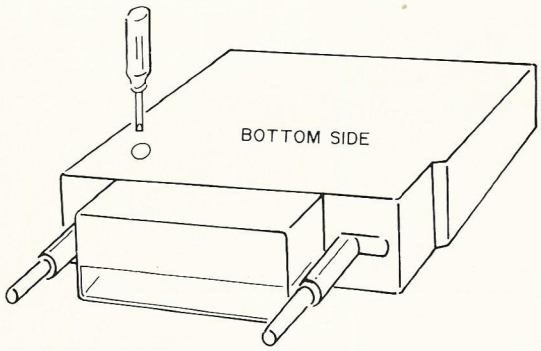

Figure 5
2) Adjust volume control to medium position, and as shown on figures 5 and 6, align the head azimuth adjustment screw to obtain the maximum output.